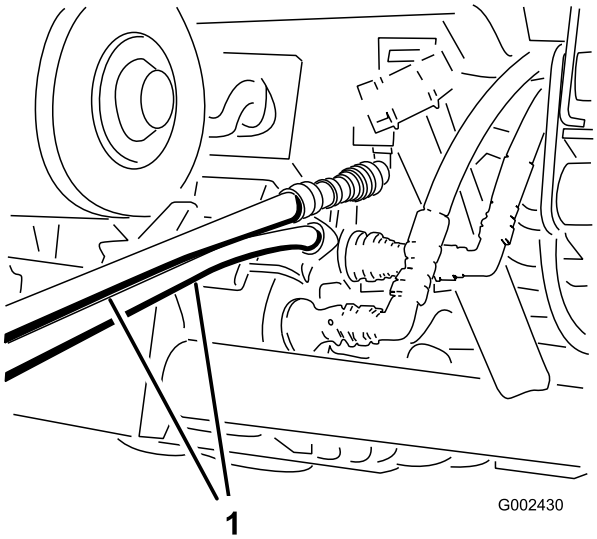

Figuur 81
- Sluit de twee slangen op het andere voertuig aan op de koppeling die nog in de beugel van de koppeling zit (sluit de bovenste slang aan op de bovenste koppeling en de onderste slang op de onderste koppeling (Figuur 81). Sluit de niet-gebruikte aansluitingen af.